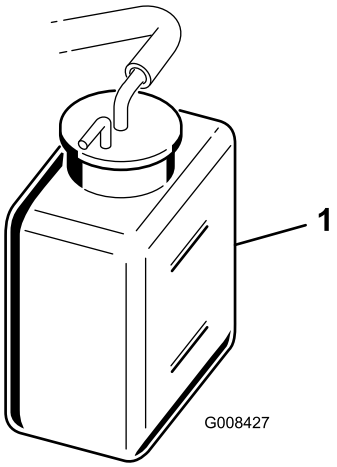

Рисунок 28
2. Проверьте уровень охлаждающей жидкости (Рисунок 28).